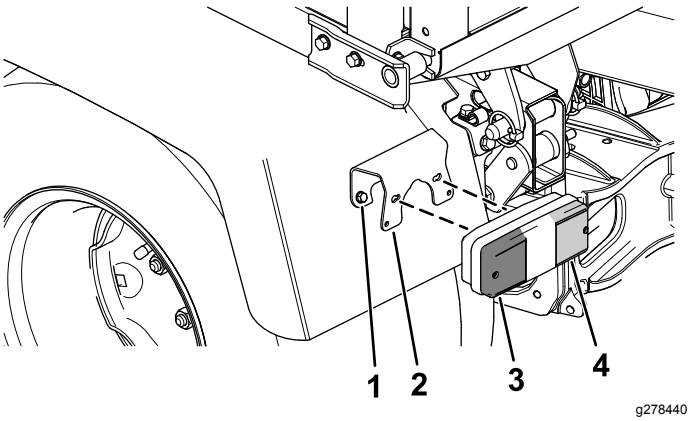

Figura 2
2. Montate la luce di stop/direzione sul parafango con la staffa e 2 viti (Figura 2).
Nota: Assicuratevi che la lente rossa (luce di stop) sia posizionata all'interno e quella gialla (luce di direzione) all'esterno (Figura 2).